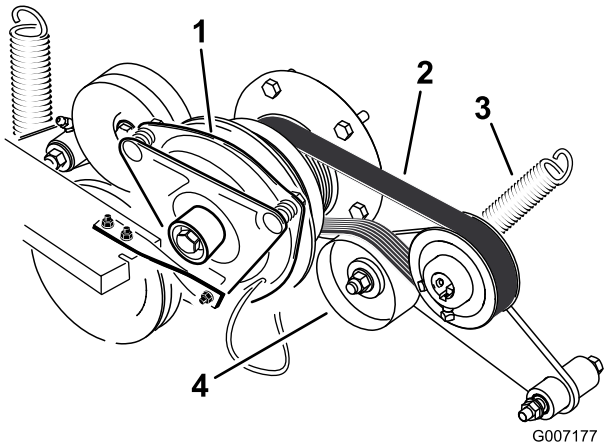

Figuur 71
3. Haal de veer van de arm van de spanpoelie (Figuur 71).
4. Plaats een nieuwe riem rond de motorpoelie en de poelie van de pomp van het hydraulische systeem (Figuur 71).
6. Monteer de veer op de arm van de spanpoelie (Figuur 71).